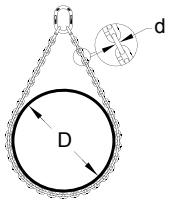

Figure 2
- When using chain slings in basket applications where the D/d (see figure 2) is less than 6, the rated load must be reduced by the values given in Table 1. This reduction does not eliminate the need to protect chain slings against damage caused by contact with edges, corners, or protrusions. Do no use a chain sling with a D/d that is less than two.